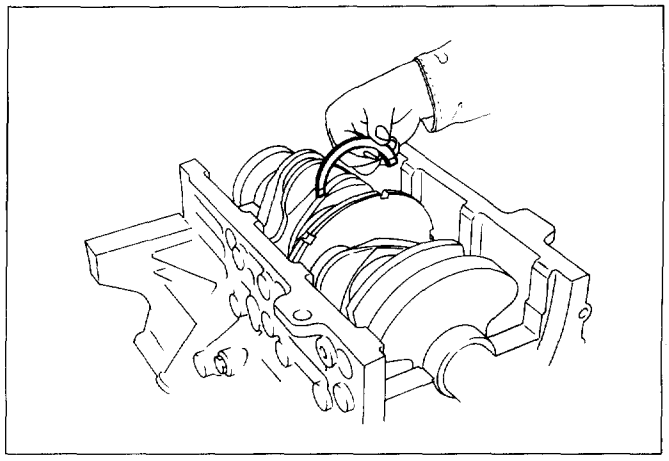

Fig. 6A1-73
- Install thrust washer on No.3 journal. Oil grooves in thrust washer must face the crankshaft. (Fig. 6A1-73)